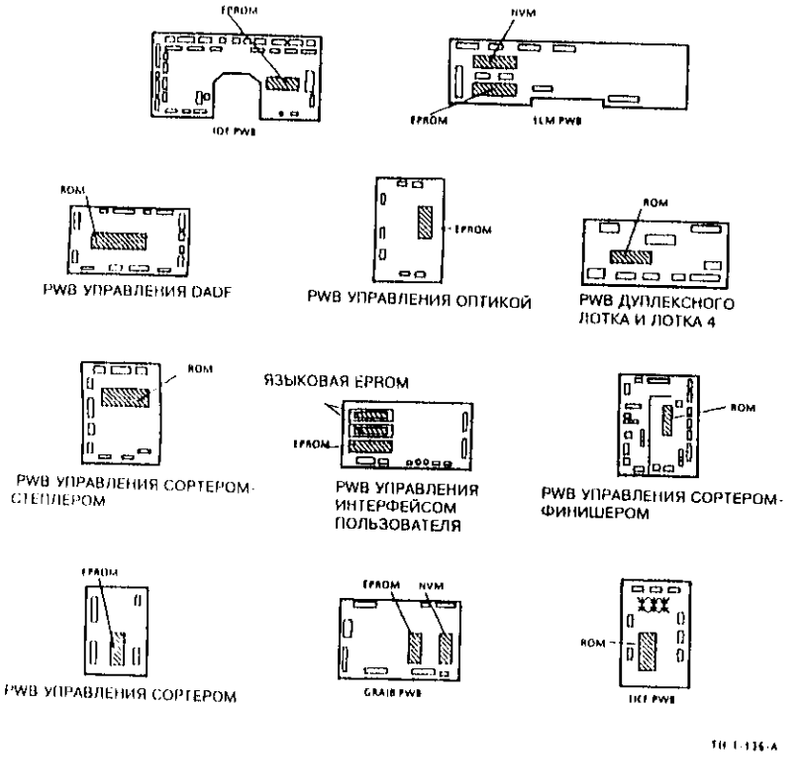

Рисунок 1. Расположение элементов
3. (Рисунок 1) Снимите EPROM и NVM с неисправной платы, если они установлены.